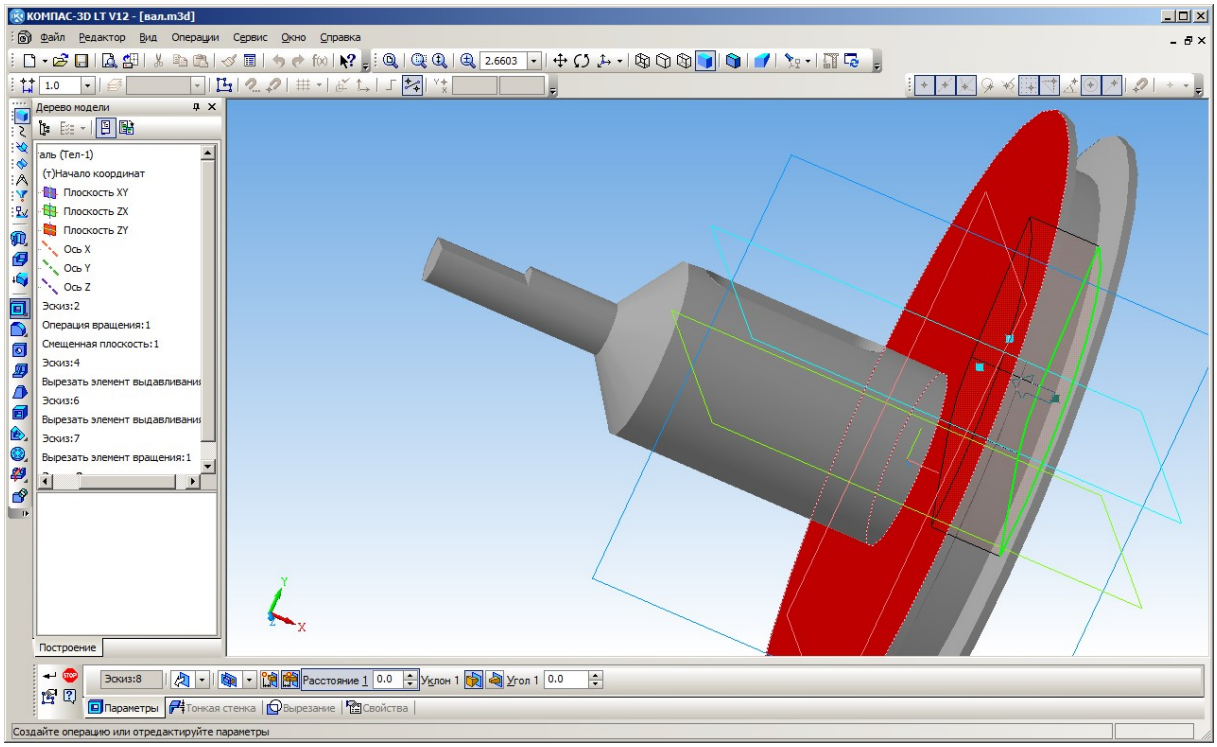

Рис. 70. Выбор поверхности, до которой выполняется прорезывание отверстия
– в рабочем окне выделяем вторую грань шкива, до которой нужно прорезать отверстие, – эта грань будет подсвечена красным цветом (рис. 70).